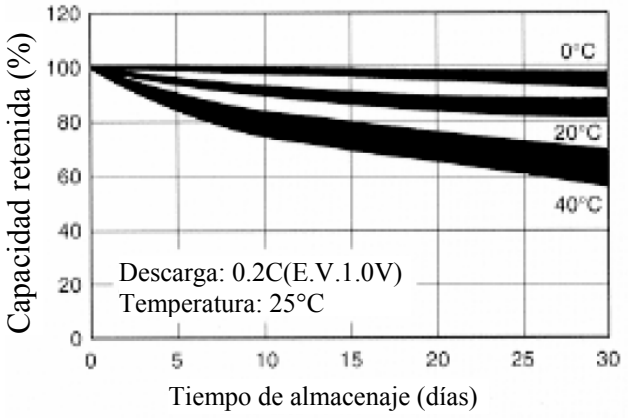

Figura 2-21. Características del almacenaje de la batería NiMH
Es normal que las baterías NiMH descarguen sólas durante almacenaje (Figura 2-21) para degradar el 80% de la capacidad original luego de usarlas contínuamente durante 12 meses.
- El guardar la batería en lugares extremadamente clurosos y fríos reducirá la capacity y vida útil de la misma. La batería descargará más rápido a temperaturas ambientales más altas (Ver Figura 2-21).